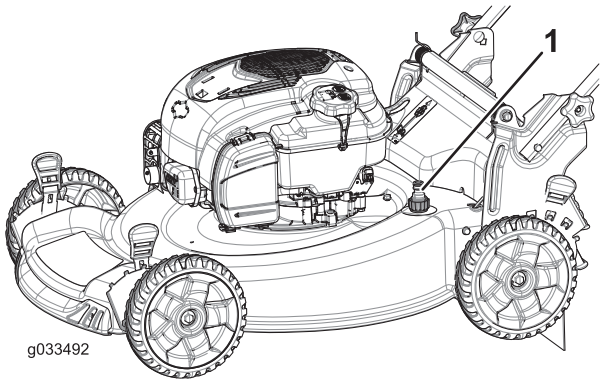

Bild 25
5. Befestigen Sie einen Gartenschlauch, der an einen Wasserhahn angeschlossen ist, am Wasseranschluss (Bild 25).